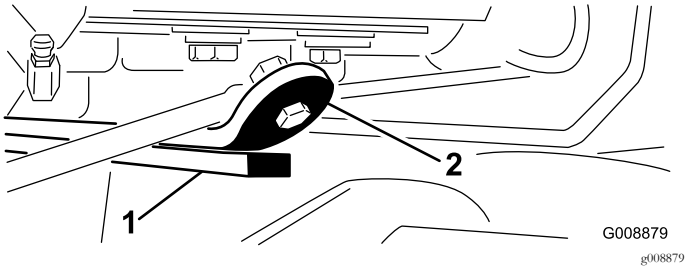

Figur 28
3. Starta motorn, höj lyftarmarna och kontrollera att spelet mellan slitremmen överst på den bakre klippenhetens slitstång och stötdämparremmen är 0,51–2,54 mm. Se Figur 28.